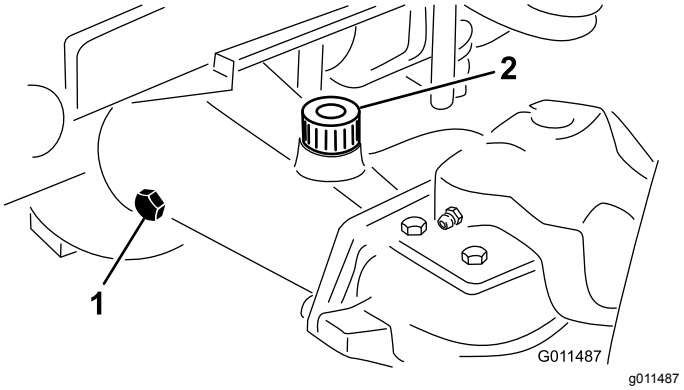

Figur 16
2. Ta bort en kontrollplugg från axelns ena sida och se till att oljan når upp till botten av hålet (Figur 16).